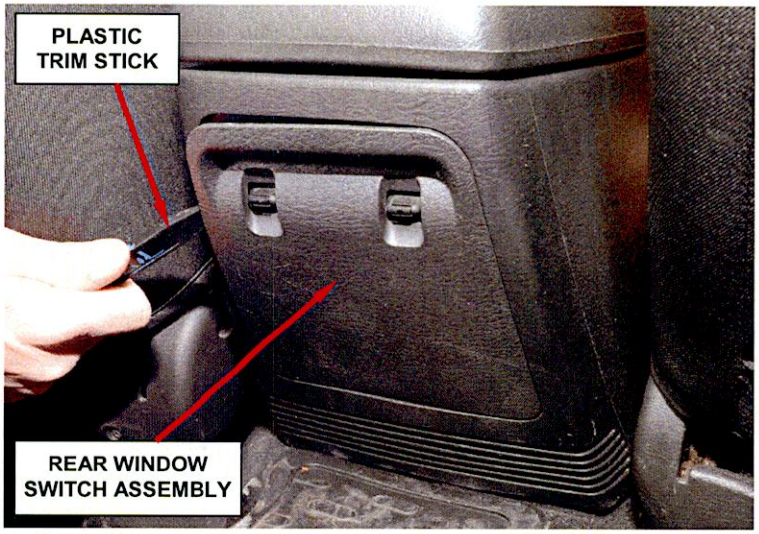

Figure 3 – Rear Window Switch Assembly
7. Remove and save the rear window switch assembly (Figure 3).
37. Install the rear window switch assembly (Figure 3).